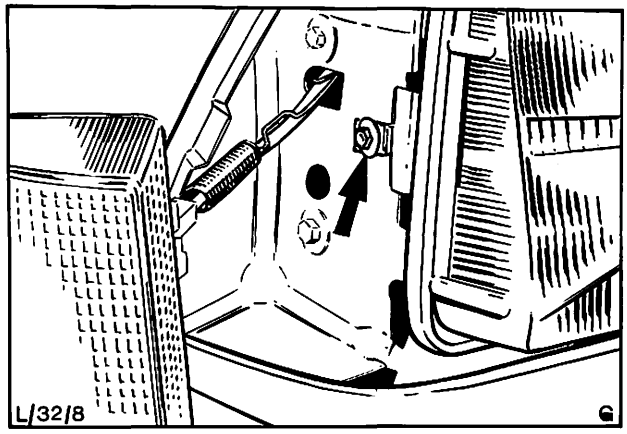

Abb. 6 Schraube – Scheinwerfer (Blinkerleuchte gelöst)
4. Federhalterung von der Hinterseite der Blinkleuchte herausziehen, von der Halterung aushängen, Leuchteneinheit lösen und hängenlassen, wobei darauf zu achten ist, daß das Kabel nicht gespannt wird, Abb. 6.
4. Federhalterung von der Rückseite der Blinkerleuchte anziehen und von der Halterung aushängen. Leuchteneinheit lösen und hängenlassen, um die Befestigungsschraube des Scheinwerfers zugänglich zu machen. Darauf achten, daß das Kabel nicht gespannt wird, Abb. 6.